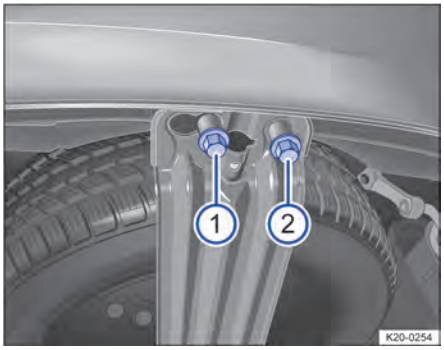

Fig. 228 Debajo del vehículo: tornillo de seguridad ① y tornillo de fijación ② del soporte de la rueda de repuesto.
1. Con la llave de rueda de las herramientas de a bordo, afloje el tornillo de seguridad → Fig. 228 ① hasta que gire libremente.
2. Desenrosque completamente el tornillo de fijación → Fig. 228 ②.
6. Enrosque por completo el tornillo de fijación → Fig. 228 ② con la llave de rueda.
7. Enrosque por completo el tornillo de seguridad → Fig. 228 ① con la llave de rueda.